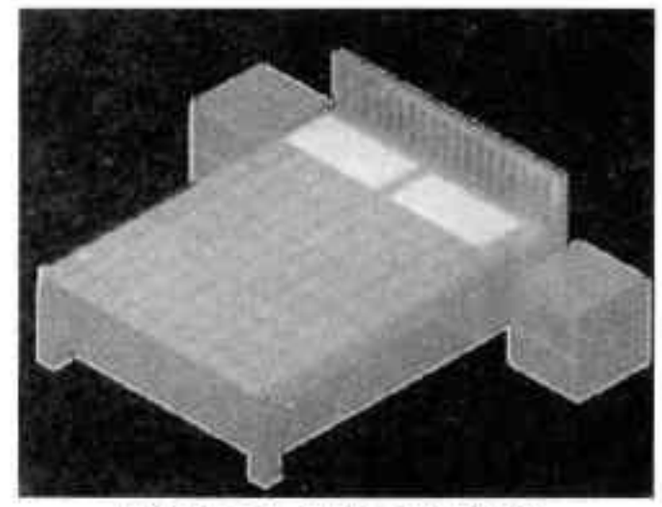

图14-77 赋予床垫贴图
Step24 在“材质浏览器”选项板中，选择合适的材质图形，将其赋予至床垫模型上，执行“渲染区域”命令，对其渲染，如图 14-77 所示。